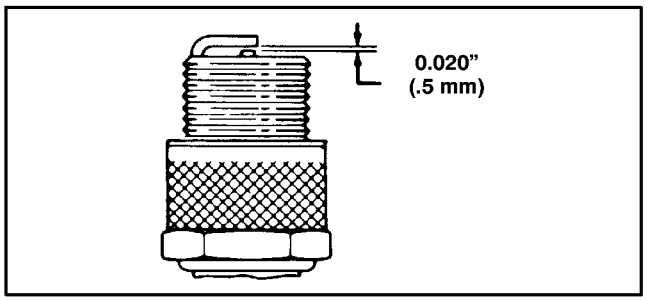

**Abbildung 17**
**3.** Elektrodenabstand auf 0.5 mm einstellen (Abb. 17). Richtig eingestellte Zündkerze und Dichtung einsetzen. Zündkerze mit einem Anzugsmoment von 19 N·m festziehen.